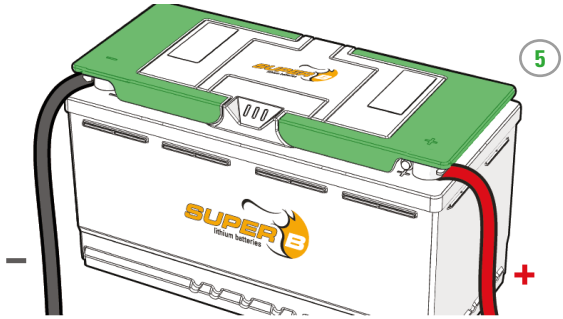

Figura 11. Coloque las tapas de las asas sobre los terminales
5. Coloque las tapas de las asas sobre los terminales. (Figura 11)
4. Coloque las tapas de las asas sobre los terminales. (Figura 11)